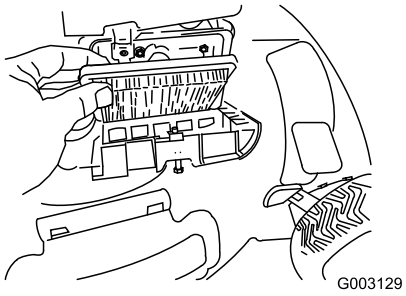

**Figura 33**
4. Montate il coperchio (Figura 33).